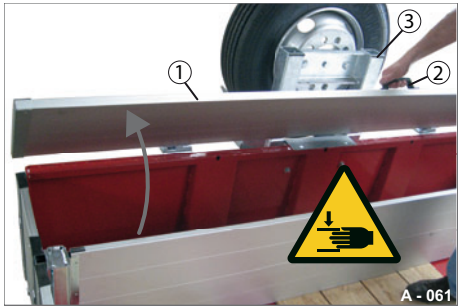
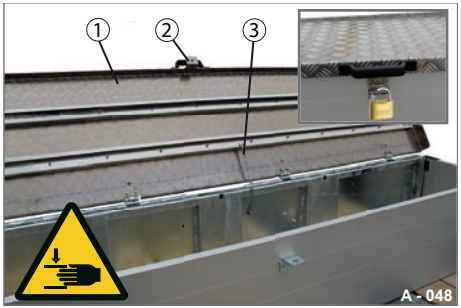

Abb. 56 Staufach-Deckel öffnen
Abb. 57 Staufach-Deckel schließen
▶ Greifen Sie am Handgriff (Abb. 56/2) und klappen Sie den Deckel (Abb. 56/1) vollständig bis zum Anschlag (Abb. 56/3) auf, bzw. bis die Sicherungskette (Abb. 57/3) die Öffnungsweite des Deckels begrenzt.
▶ Greifen Sie am Handgriff (Abb. 56/2) und klappen Sie den Deckel kontrolliert zu - nicht zufallen lassen.
▶ Schließen Sie den Deckel ggf. mit einem Bügelschloss am Verschluss - Winkel (Abb. 57/2) ab.